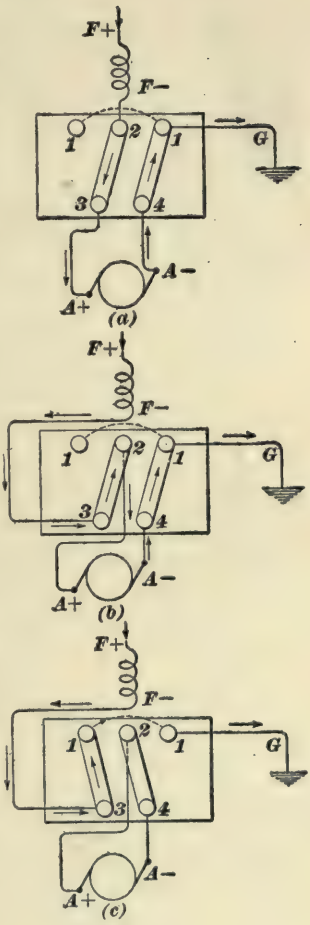

FIG. 10.
**11.** Next, suppose the *A*+ armature wire going into post *3* and the *F*– field wire going into post *2* become confused. In Fig. 10, (*a*) shows the right connection, and (*b*) shows the path of the current after the interchange is made and with the reverse switch at go-ahead. The car can go ahead all right, for the path of the current is *F*+ –*F*– –*3*–*2*–*A*+ –*A*– –*4*–*1*–*G*. Fig. 10 (*c*) shows that the car cannot be backed up, because, as soon as the reverse is thrown over, the path of the current becomes *F*+ –*F*– –*3*–*1*–*1*–*G*, the current going right to earth.